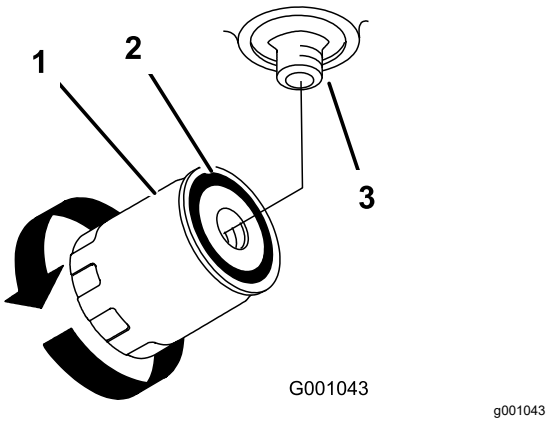

Figuur 43
4. Ga naar het hydraulische filter onder de brandstoftank en plaats een opvangbak onder het filter (Figuur 43).
5. Verwijder het oude filter en veeg de pakking van het filtertussenstuk schoon (Figuur 43).
9. Als het hydraulische filter vol is: draai het filter rechtsom totdat de rubberen pakking contact maakt met het filtertussenstuk. Draai het filter vervolgens nog eens 1/2 slag (Figuur 43).